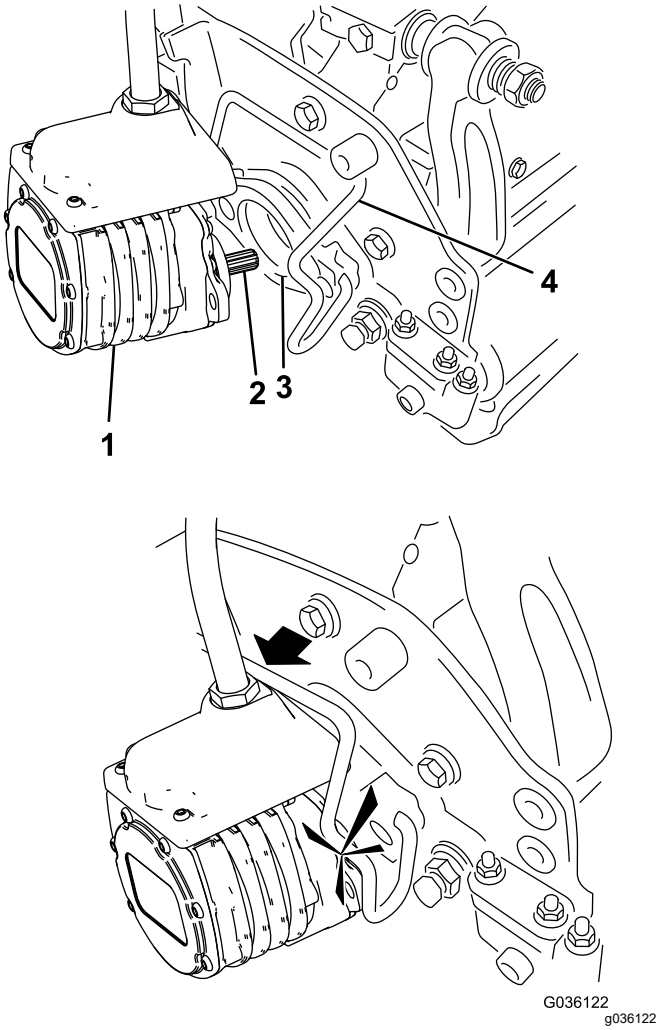

Figura 56
6. Spalmate del grasso pulito sull'albero scanalato del motore dell'apparato di taglio (Figura 56).
7. Inserite il motore nel lato sinistro dell'apparato di taglio (come mostrato dalla posizione dell'operatore) e tirate la barra di fissaggio del motore sull'apparato di taglio verso il motore stesso fino a udire chiaramente uno scatto da ambo i lati del motore (Figura 56).